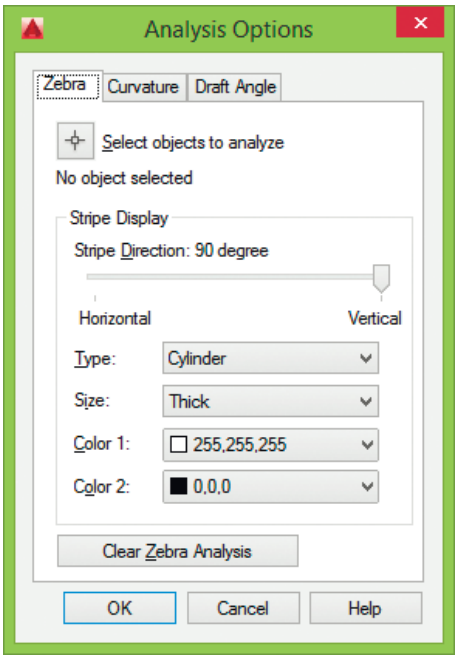

Рис. 3.24. Диалоговое окно настройки параметров анализа поверхностей
- кнопка **Surface Analysis...** – загрузка диалогового окна настройки параметров анализа поверхностей **Analysis Options** (рис. 3.24):